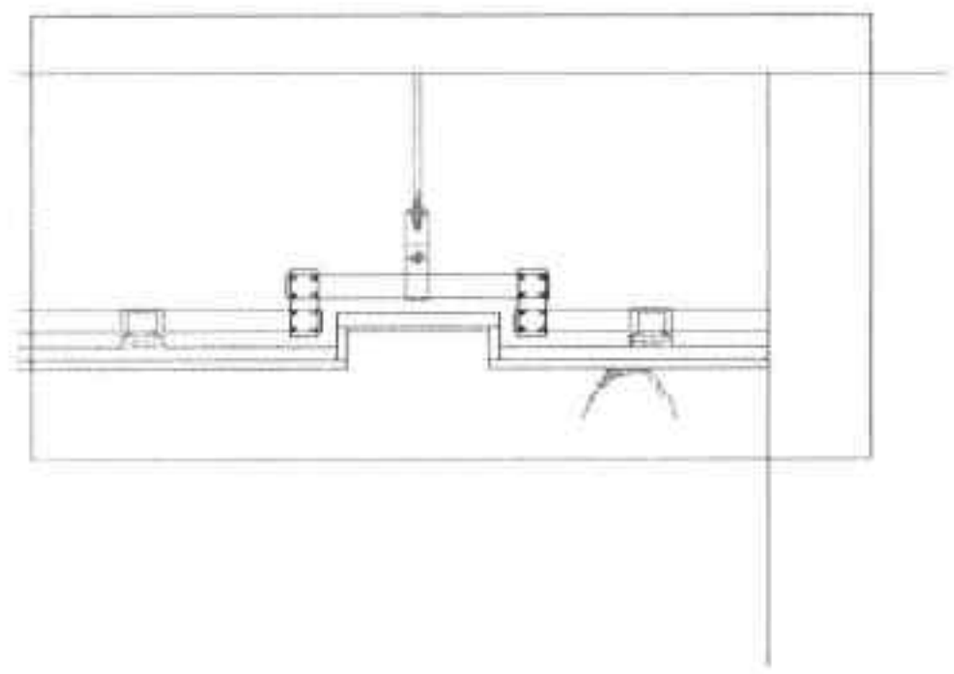

图19-144 绘制矩形
Step 11 执行“矩形”命令，绘制长 900mm、宽 600mm 的矩形，如图 19-144 所示。